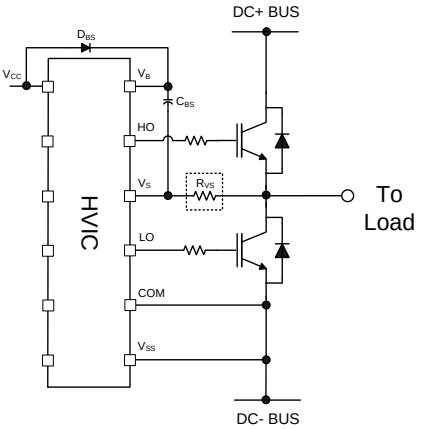
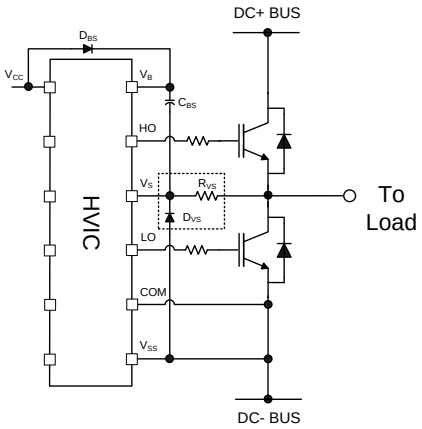

Figure 32: V_S resistor
Figure 33: V_S clamping diode
- Routing and Placement: Power stage PCB parasitic elements can contribute to large negative voltage transients at the switch node; it is recommended to limit the phase voltage negative transients. In order to avoid such conditions, it is recommended to 1) minimize the high-side emitter to low-side collector distance, and 2) minimize the low-side emitter to negative bus rail stray inductance. However, where negative V_S spikes remain excessive, further steps may be taken to reduce the spike. This includes placing a resistor (5 Ω or less) between the V_S pin and the switch node (see Figure 32), and in some cases using a clamping diode between COM and V_S (see Figure 33). See DT04-4 at www.infineon.com for more detailed information.